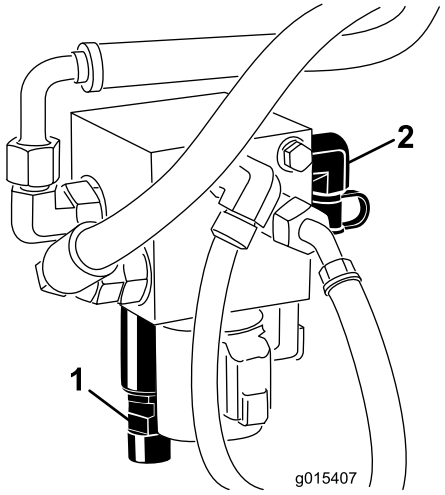

Figur 14
3. Anslut en tryckmätare till kontrollporten på lyftgrenrörets bakre del (Figur 14).
4. Avlägsna locket från grenrörets motviktsspole på lyftgrenrörets främre del (Figur 14).
5. Lossa kontramuttern längst ned på motviktsspolen (Figur 14).